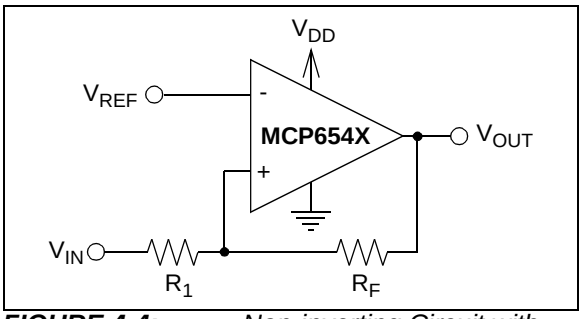
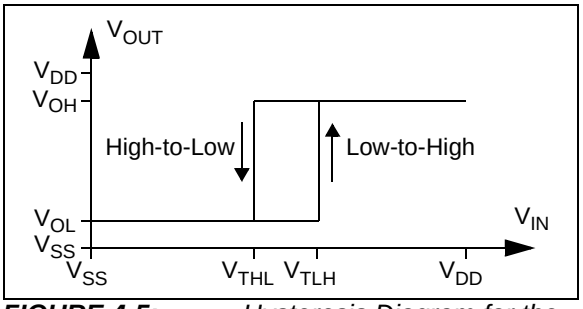

FIGURE 4-4: *Non-inverting Circuit with Hysteresis for Single-supply.*
FIGURE 4-5: *Hysteresis Diagram for the Non-Inverting Circuit.*
Figure 4-4 shows a non-inverting circuit for single-supply applications using just two resistors. The resulting hysteresis diagram is shown in Figure 4-5.
The trip points for Figures 4-4 and 4-5 are:
2. Non-inverting Configuration (Figure 4-4):